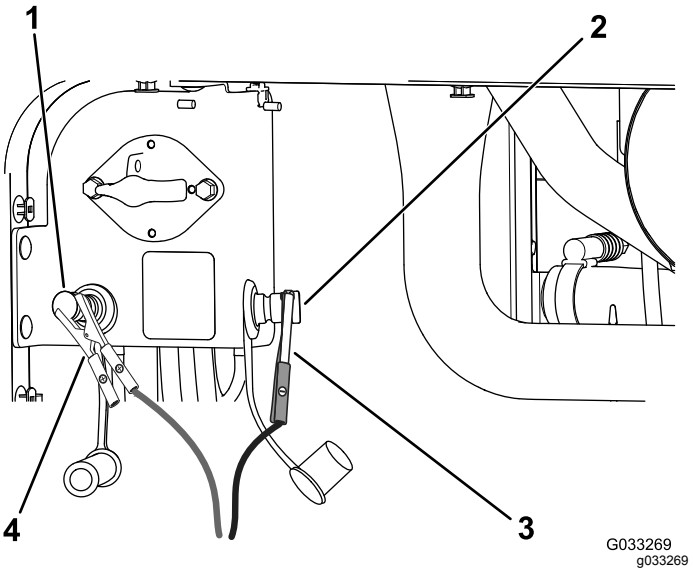

**Figur 115**
4. Tilslut den positive ledning fra batteriopladeren til batteriets positive startpol (Figur 115).
5. Tilslut den negative ledning fra batteriopladeren til den negative startpol (Figur 115).
7. Når batterierne er fuldt opladede, skal du tage opladeren ud af strømkilden og dernæst frakoble opladningskablerne fra startpolerne (Figur 115).